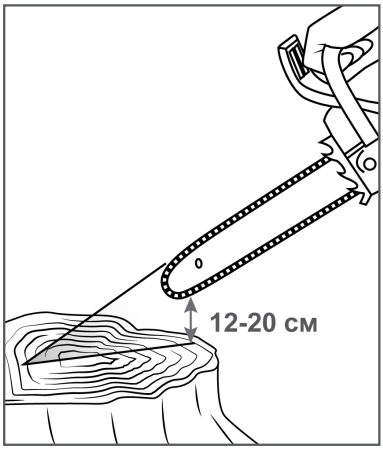

Рис. 14 Проверка подачи масла
2. Нажмите на рычаг газа и дайте двигателю поработать примерно 10-15 секунд на средних оборотах. Под шиной должен остаться четкий след от масла (Рис. 14).